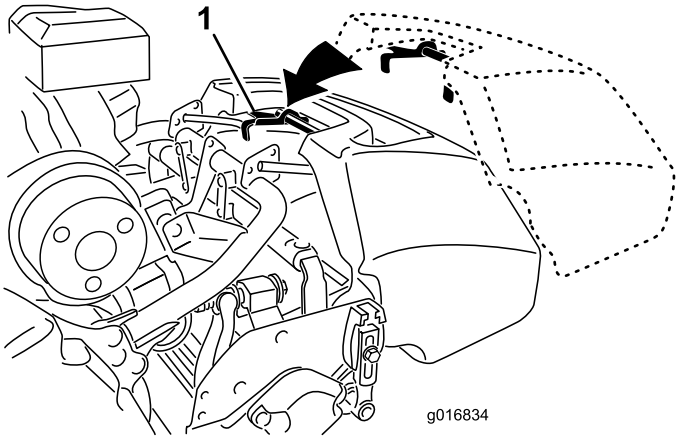

Figura 9
1. Sujete el recogedor por el asa (Figura 9).
2. Guíe el reborde del recogedor entre las chapas laterales de la unidad de corte y por encima del rodillo delantero (Figura 9).
3. Instale los ganchos del recogedor sobre el tubo del bastidor (Figura 9).